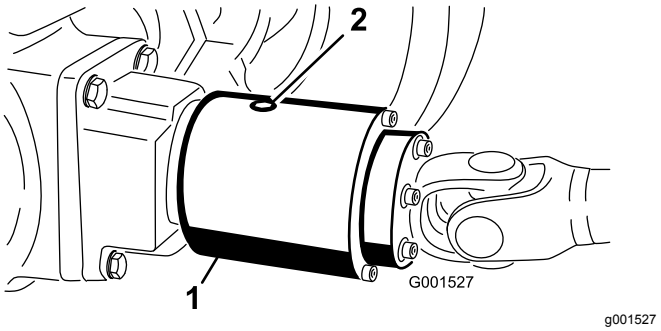

**Figur 62**
2. Drej koblingen (Figur 62), så kontrolproppen står i kl. 4-position.